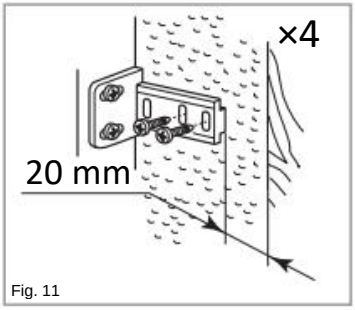

Fig. 11
- Individuare il cursore nella staffa e fissarlo allo sportello decorativo a 20-22 mm di distanza dal bordo, come illustrato in Fig. 11, in modo che il cursore sia posizionato centralmente e orizzontalmente all'interno della staffa. Stringere saldamente a mano.